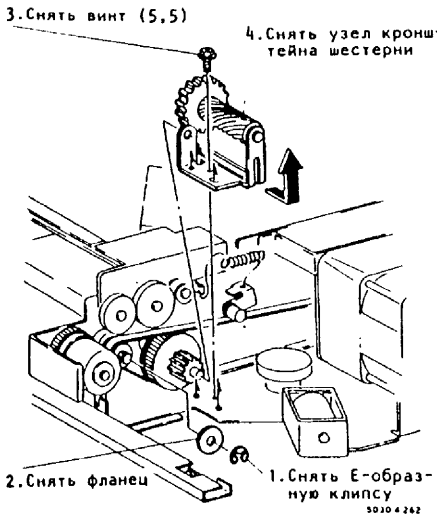

Рис.2. Снятие узла кронштейна шестерни
3. (Рис.1, Рис.2): Снять узел кронштейна шестерни.